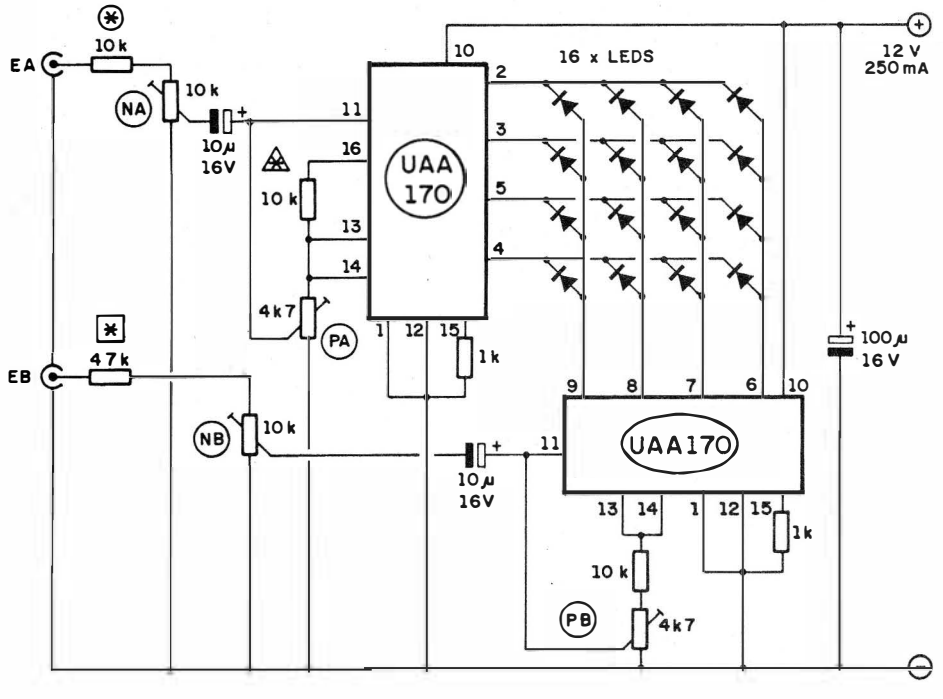

Fig.1
- **FIG. 1** - O CIRCUITO - Os dois UAA170 controlam, através das suas saídas matriciadas, os "eixos" "X" (horizontal) e "Y" (vertical) aos quais estão eletricamente ligados os 16 LEDs, dispostos em quadrado (4 LEDs de lado). Para um rápido "entendimento" de como o **display** é comandado, tomemos como exemplo **um** LED específico, aquele no canto interior esquerdo do "quadrado" de 16 pontos... O dito LED **apenas acenderá** quando a Saída correspondente ao pino 9 do UAA170 de baixo (canal B) encontrar-se eletricamente "alta" e, no mesmo instante, encontre-se "baixa" a Saída correspondente ao pino 4 do Integrado do alto (canal A). Qualquer outra "combinação de estados" ou níveis nas ditas duas Saídas, **não permitirá** o acendimento do citado LED... Na verdade, os UAA170 não apresentam apenas 4 Saídas funcionais (conforme "aproveitadas" pelo circuito do VUSCÓPIO...), porém, para melhor estruturação do efeito, usamos num deles as 4 Saídas correspondentes à parte inferior do espectro de níveis, e no outro, as 4 referentes à parte superior do dito espectro... Isso garante um efeito absolutamente inusitado, muito diferente do - por exemplo - obtido se o par de UAA170 controlasse individualmente duas simples barras de LEDs (uma para cada canal do sinal estéreo)! Não vem ao caso, agora, entrar em detalhamentos técnicos sobre a ação dos UAA170 (eventualmente, numa matéria especial futura, poderemos dar "dicas" e "antologias" sobre esse versátil Integrado...). O importante é saber que os ditos **chips** são, basicamente, conversores analógico/digitais, com saídas matriciadas para barra de LEDs... No diagrama circuital do VUS, os UAA170 são devidamente polarizados pelas referências de Tensão fornecidas pelos resistores fixos e ajustáveis externos, de modo que sinais de excitação de pelo menos 1 volt pico-a-pico, presentes nas Entradas EA e EB possam acionar "até o cabo" o matriciamento estruturado... Cada um dos Integrados, no seu bloco de referenciamento externo, tem a companhia de um **trim-pot** de pré-ajuste (PA e PB), através dos quais é possível determinar-se a condição de **stand by** do display (efeito mostrado luminosamente na **ausência** de sinais de excitação...). Assim, um cuidadoso ajuste "mútuo", nos dois **trim-pots** de 4K7, poderá gerar um "tela básica" totalmente apagada, ou mesmo (recomendamos...) um "leve acendimento" (meia luz) nos 4 LEDs centrais. Com a isolação para CC pelos dois capacitores eletrolíticos, os blocos resistivos de dimensionamento dos **níveis** dos sinais, podem agir independentemente, com ajustes feitos a partir dos dois **trim-pots** de 10K (NA e NB). Notar ainda que os dois resistores fixos (marcados com asteriscos) dos divisores de Entrada, tiveram seus valores básicos calculados e dimensionados para condições médias de Potência (e nível de Tensão pico-a-pico...) de sinais provenientes de Saídas para alto-falantes convencionais de amplificadores. Os valores de 10K (asterisco num pequeno círculo) e 47K (asterisco dentro de um quadradinho) **podem** ser modificados pelo Leitor/Hobbysta, visando adequar a sensibilidade básica do VUSCÓPIO a Saídas de amplificação inusitadamente baixas ou altas (em nível de Tensão). A regra geral é simples: **reduzindo-se** os valores desses resistores, **aumenta-se** a sensibilidade do VUS (adequando-o a amplificadores com níveis muito baixos de Tensão de Saída), e **aumentando-se** seus valores, **reduz-se** a sensibilidade do VUS (que torna mais confortável sua utilização com amplificadores de elevado nível de Tensão nas Saídas de alto-falante...). O resisor fixo de 10K (marcado com asterisco dentro de um pequeno triângulo), entre os pinos 16 e 13-14 de um dos UAA170, determina basicamente a intensidade máxima de Corrente sobre os LEDs do **display**... Dessa forma, se o Leitor/Hobbysta desejar mais brilho, ou menos brilho, nos ditos LEDs, poderá experimentar a modificação do valor original do citado resistor, dentro da faixa que vai de 4K7 até 22K... Retornando aos resistores fixos de Entrada, a proporção entre seus valores (aproximadamente de 5 para 1, com os parâmetros originais de 47K e 10K, respectivamente...) deve **sempre**, ser mantida, nas eventuais alterações que o Hobbysta fizer experimentalmente... assim, num exemplo, para **diminuir** a sensibilidade geral do circuito, o resistor original de 10K (asterisco num círculo) pode ser elevado para 22K, simultaneamente elevando-se o resistor original de 47K (asterisco num quadradinho) para 100K, mantendo-se, assim, a proporção de 5 para 1 nos seus valores relativos... Finalmente, quanto à ali-